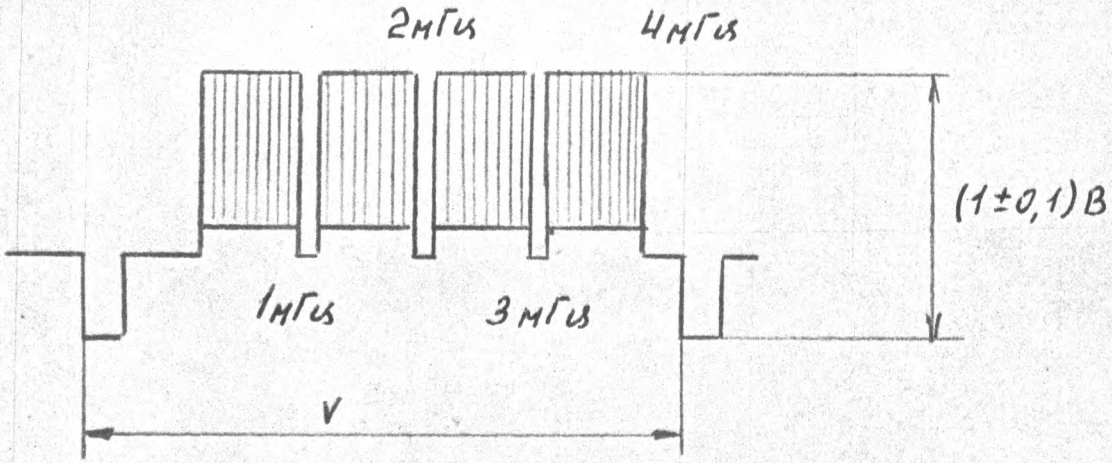

РИС.7.13
7.6.9.1. УСТАНОВИТЕ СИГНАЛ "КЧ" ГЕНЕРАТОРА VS12CX (РИС. 7.13) И ПОДАЙТЕ НА ЕГО КОНТАКТ =A4-XSI:20.